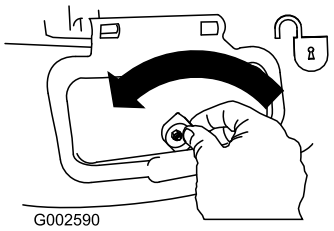

Figur 28
1. Lås opp sideutslippsluken (Figur 28).